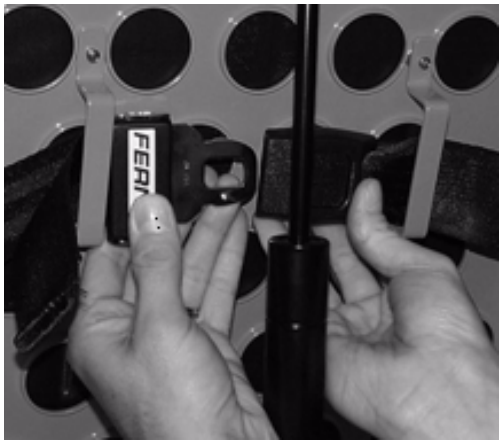

Figura 51
4. Enrolar as correias à volta do descanso para as costas e inserir as extremidades das correias através dos suportes. Apertar bem a fivela (consultar Figura 51).